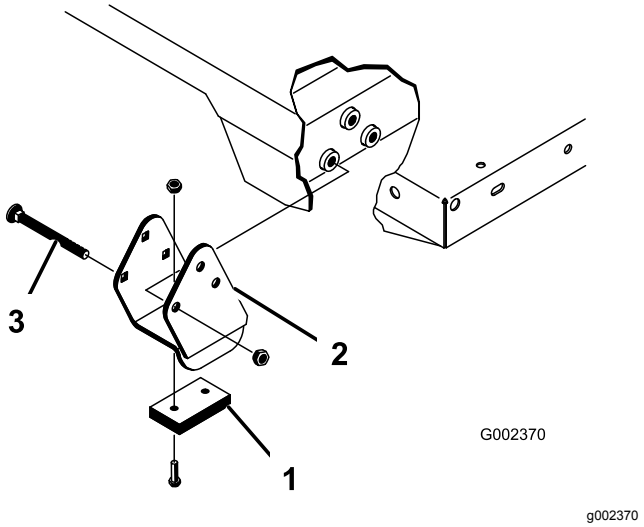

Figur 32
Påse at avstandsbrakettene og slitasjeblokkene (Figur 32) er montert med låsebolthodene plassert på innsiden av maskinen.
2. Sett planet forsiktig oppå maskinens ramme. Hullene i den bakre hengselplaten skal være på linje med hullene i den bakre rammekanalen. Monter to splittpinner og ringstifter (Figur 32).
4. Før inn splittpinnen fra utsiden av planet med ringstiften vendt mot utsiden (Figur 32).